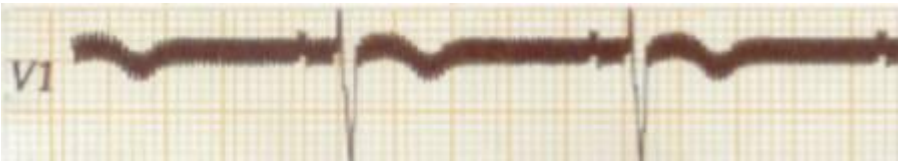

Figure 8-1
5) AC Interference (as shown in Figure 8-1)